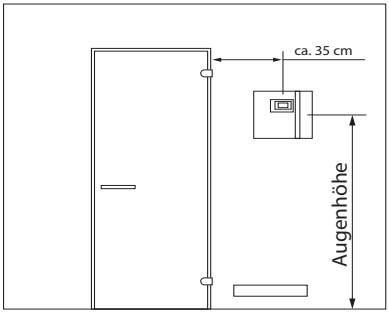

Abb. 2
1. Die Bohrungen Ø 3 mm für die mitgelieferten Holzschrauben 4 x 20 mm werden entsprechend den in Abb. 2 + 3 angegebenen Maßen angebracht.